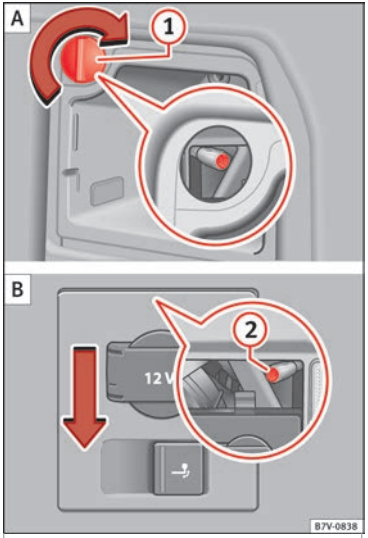

Fig. 114 On the side of the luggage compartment: removing the left and right hand side rear lights. (1) remove the cap; (2) attachment screw »
4.	Unscrew the attachment screw ››› Fig. 114 2 using the screwdriver from the vehicle tool kit ››› page 82. The bolt is secured in its position.